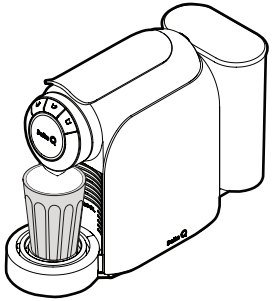

Fig. 15: Extracting a beverage in a tall glass
- Place a tall glass on the cup tray and below the extraction nozzle (see **Fig. 15**).